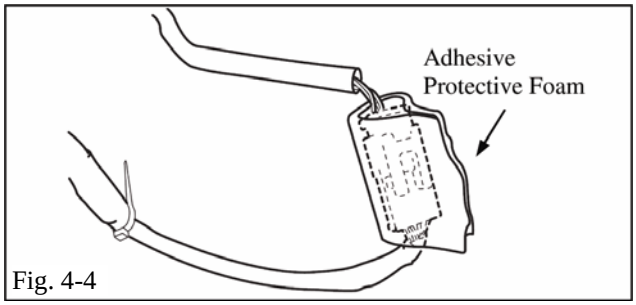

Fig. 4-4
(3) Wrap the connectors with adhesive protective foam to secure. (Fig. 4-4)
(4) Reconnect the factory harness and antenna cable.